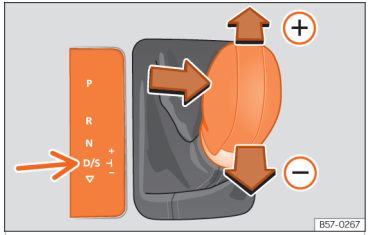

Abb. 86 Hebel in Tiptronic-Stellung.
- Drücken Sie den Hebel nach vorn (+) oder zurück (–), um hoch- oder herunterzuschalten ››› (Abb. 86).